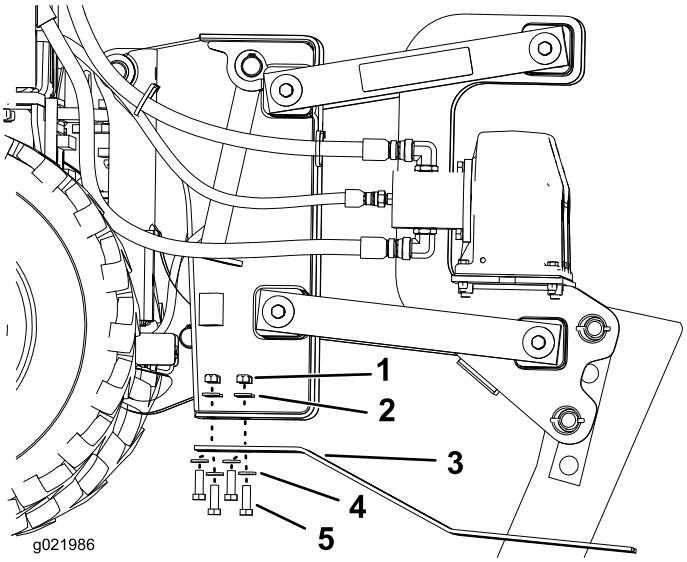

Figure 12
3. Retirez les 4 boulons, les 4 écrous et les 8 rondelles des patins (Figure 12).
4. Posez des patins neufs et fixez-les avec les fixations retirées précédemment (Figure 12).